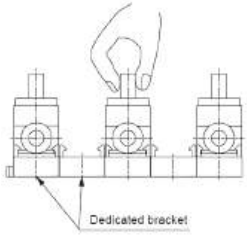

Figure2 Manifold piping with the lever turned around by hand
14. Manifold being piped with the lever turned around by hand, please install the valve in one space over-after another. That makes the manual operation easier. (**Figure 2**)